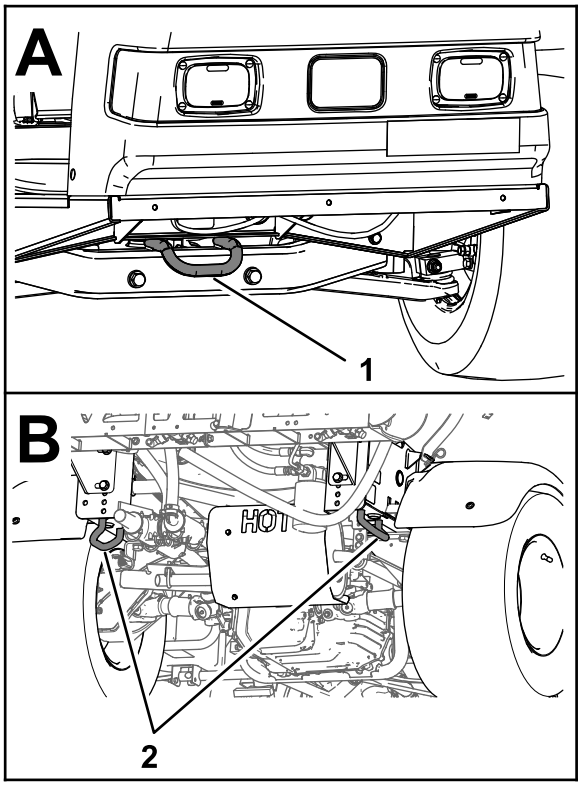

Figura 35
- Amarre a máquina com segurança ao veículo de transporte; a Figura 35 ilustra as argolas de amarração da máquina.